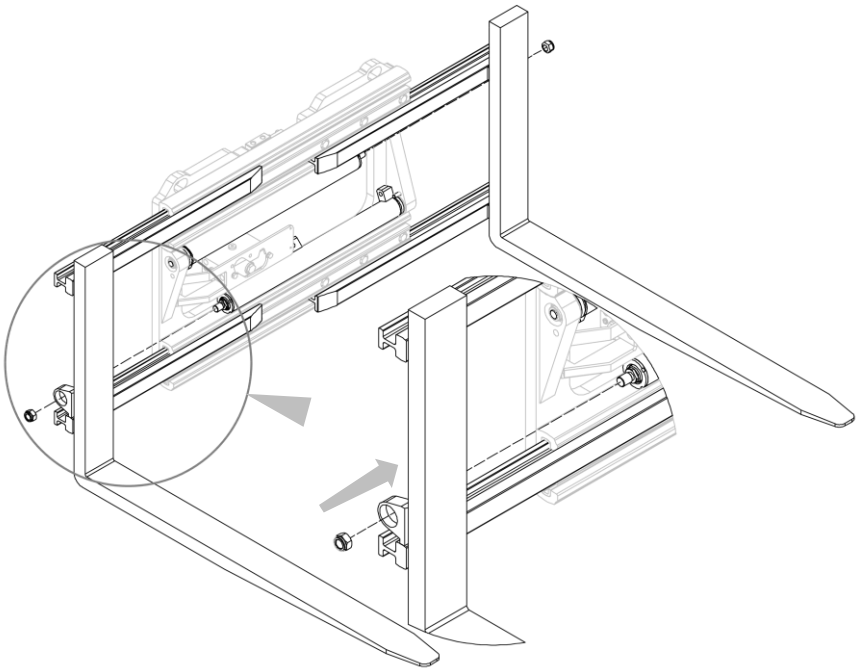
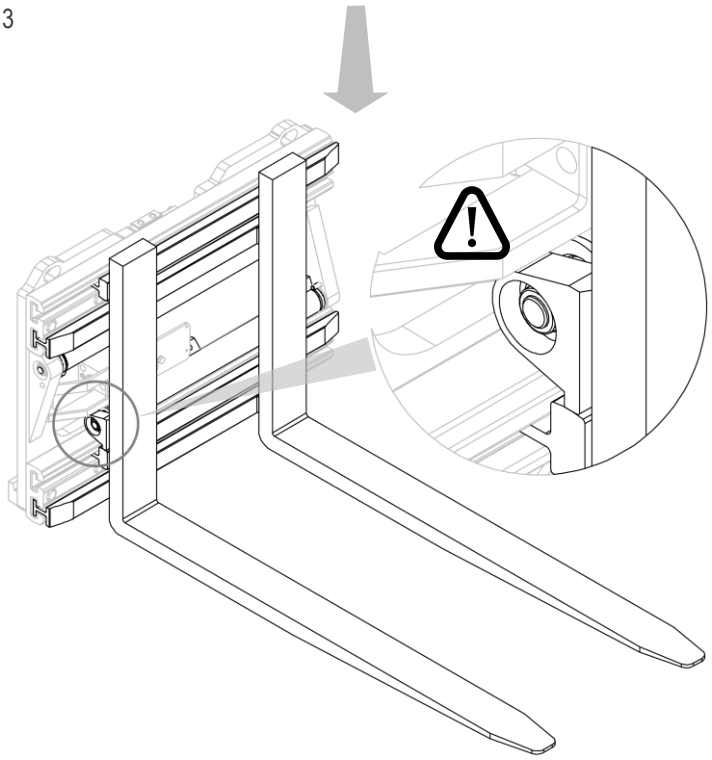

Figure 13
Figure 14
4. Mettre en place les fourreaux dans leurs sièges et les raccorder aux vérins avec les écrous correspondants (voir *Figure 13* et *Figure 14*).